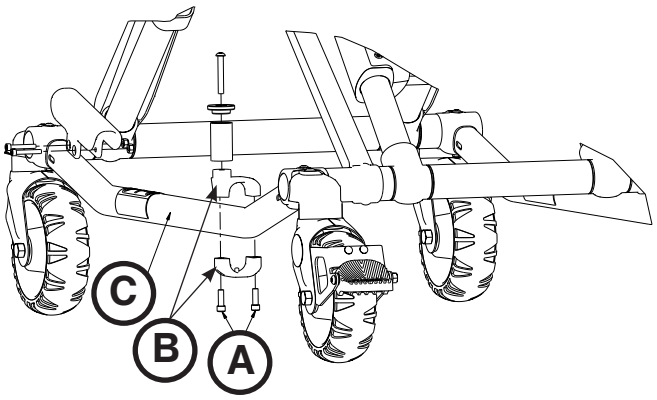

Figure 71
5. À l'aide d'une clé hexagonale de 5/32 po, serrer à fond la vis d'assemblage à tête ronde (C) pour sécuriser le chapeau du montant de retenue (D) et le montant de retenue (E) sur le support de goupille supérieur (F) (Figure 71). À l'aide d'une clé dynamométrique, serrer au couple entre 11,3 – 5,8 Nm (100 – 140 in-lb).